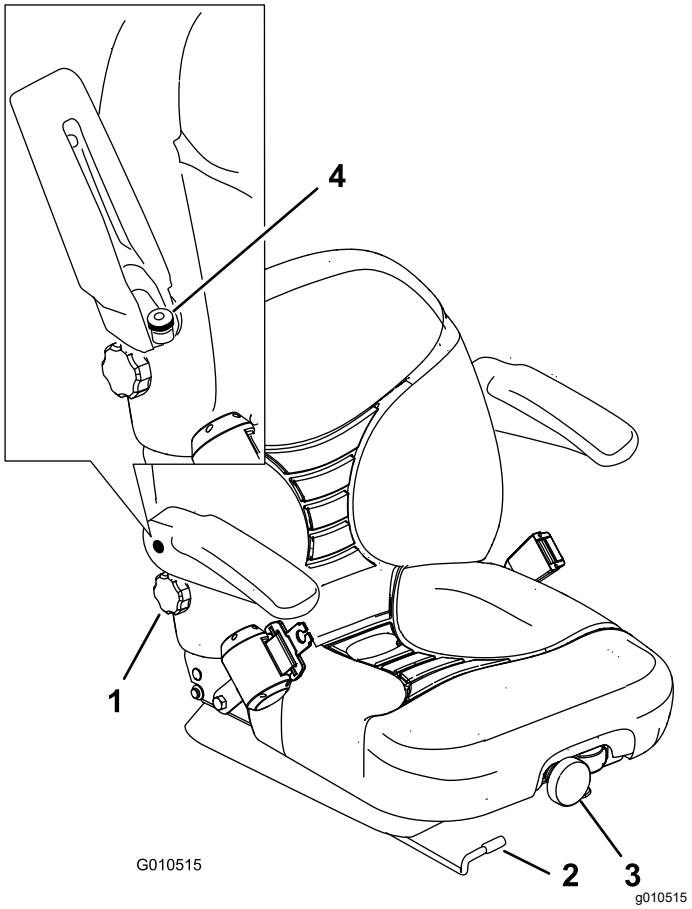

Rysunek 30
1. Przesuń dźwignię w bok w celu odblokowania fotela (Rysunek 30).
Aby wyregulować fotel, obracaj pokrętło z przodu w dowolnym kierunku i znajdź położenie zapewniające najwięcej komfortu (Rysunek 30).
Aby wyregulować fotel, obracaj pokrętło pod prawym podłokietnikiem w dowolnym kierunku i znajdź położenie zapewniające największy komfort (Rysunek 30).
Podnieś podłokietnik i obracaj pokrętło w dowolnym kierunku i znajdź położenie zapewniające najwięcej komfortu (Rysunek 30).